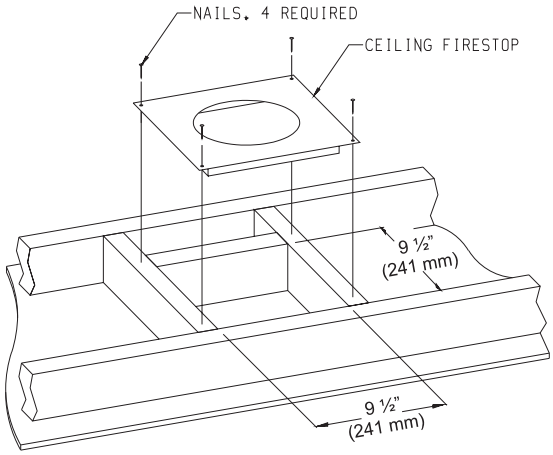
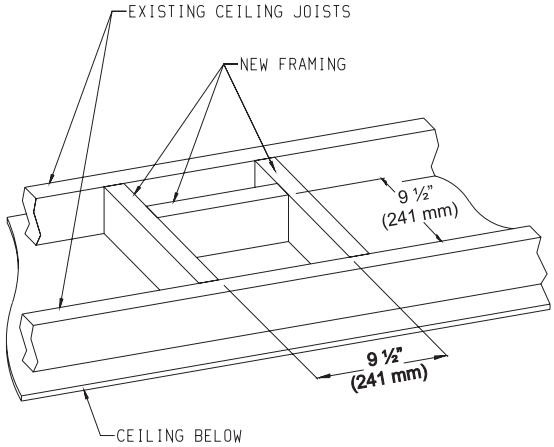
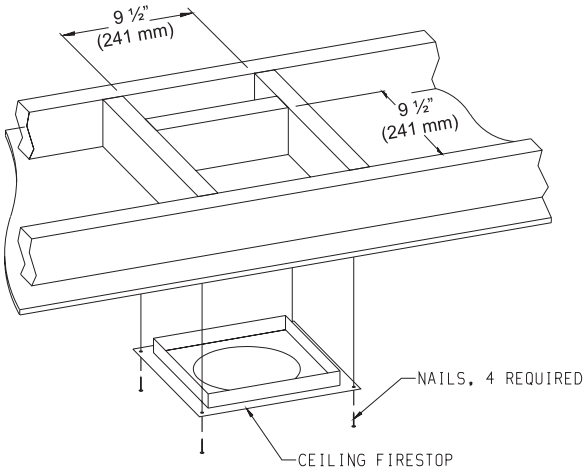

**Figure 34**
**Figure 32**
**Figure 33**
Position the firestops on both sides of the framed hole, previously cut. Refer to Figures 32 to 34 on page 25 for sizing information. Secure firestop with nails or screws. The heat shields of the firestops MUST BE placed towards the top of the hole. Continue the vent run through the firestops.
**Vertical Firestops (Figures 32, 33 and 34)**
Cut a 10 inch x 10 inch hole through the ceiling, using the center point previously marked. Frame the hole with framing lumber the same size as the ceiling joists. (See Figure 32.) If the area above the ceiling is NOT an attic, position and secure the ceiling firestop on the ceiling side of the previously cut and framed hole. (See Figure 33.) If the area above the ceiling is an attic, position and secure the firestop on top of the previously framed hole. (See Figure 34.)